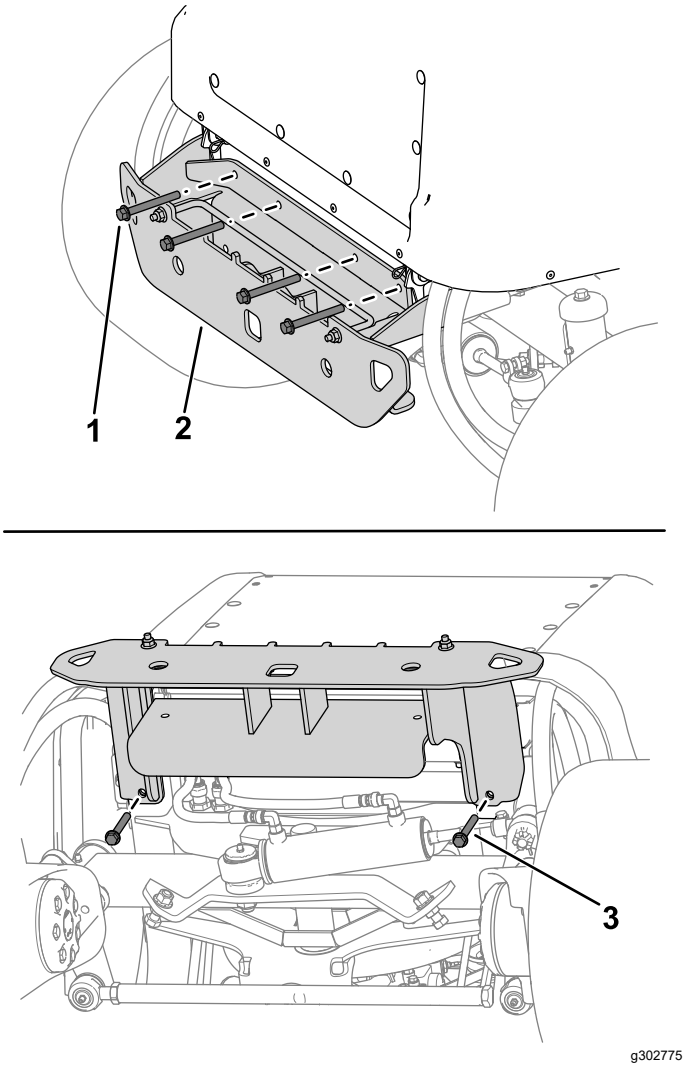

Figur 14
2. Brug 4 bolte (⅜" x 3¼") og 4 møtrikker (⅜") til at fastgøre det øvre område af kofangeren løst til maskinens stel som vist i Figur 14.
3. Brug 2 bolte (⅜" x 2¾") og 2 møtrikker (⅜") til at fastgøre kofangeren løst under maskinens stel som vist i Figur 14.